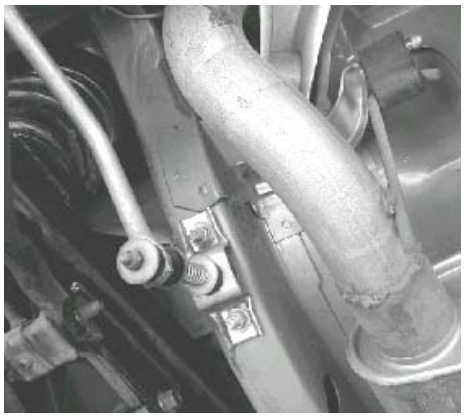

Figure 4
6) Assemble end-links in the sequence shown in Figure 4. With the head of the